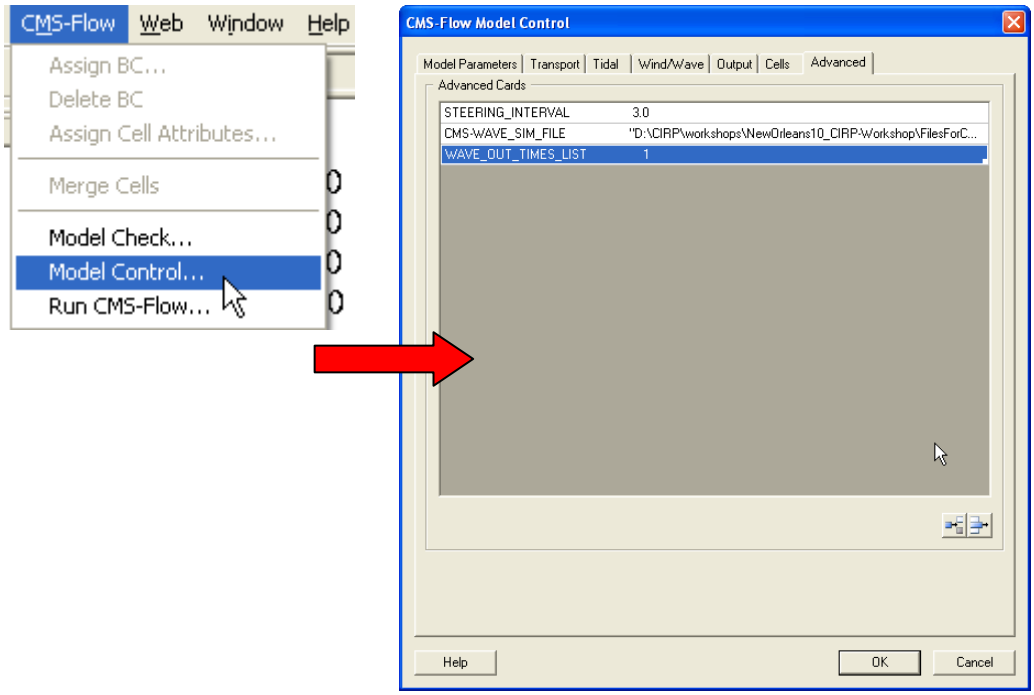

Figure 39. Setting the CMS steering information.
- Set the steering information (See Figure 39)
2. . Enter the steering interval and CMS-Wave *.sim file using the cards shown in Figure 39. Note that the full path to the *.sim file must be provided within quotation marks.